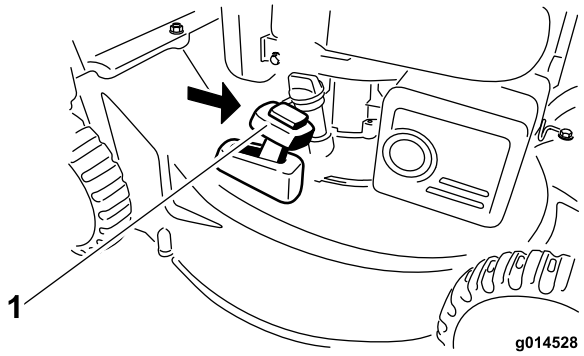

Figur 18
2. Montera gräsuppsamlaren (se Ta bort gräsuppsamlaren (sida 11)) och för uppsamlingspåsens snabbutlösarspak till **uppsamlingsläget** (Figur 18).
Obs: Ta bort gräsuppsamlaren om den har monterats på maskinen (se Ta bort gräsuppsamlaren (sida 11)) innan du använder den bakre utkastaren för klippet. Uppsamlingspåsens snabbutlösarspak ska vara i **uppsamlingsläget** (Figur 18).